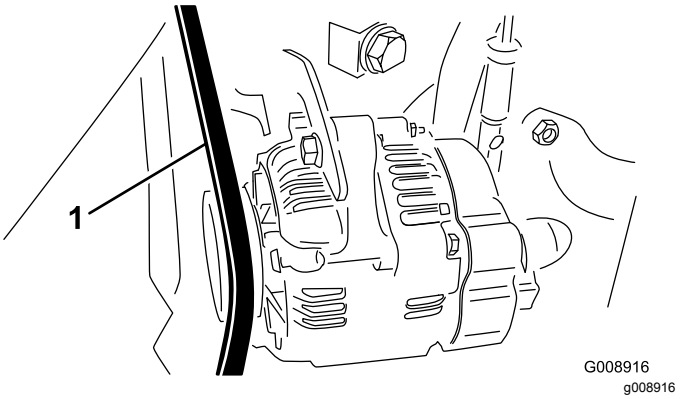

Rysunek 70
2. Sprawdź naprężenie paska alternatora/wentylatora, mierząc jego ugięcie pod naciskiem siły 30 N·m przyłożonej w połowie odległości między kołami pasowymi alternatora i wału korbowego (Rysunek 70).